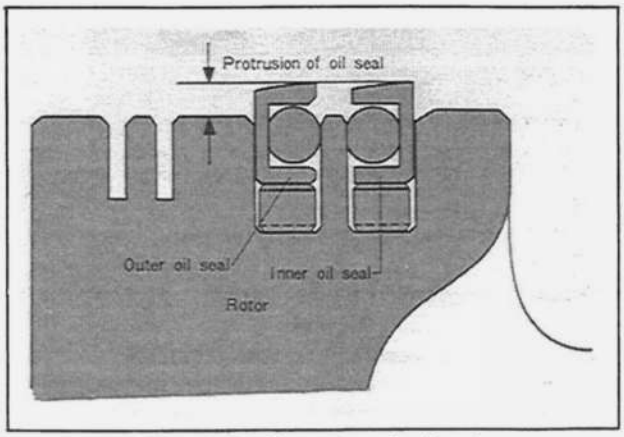

Fig. 1–66 Protrusion of oil seal
2. Check the oil seal protrusion shown in Fig. 1–66. The protrusion should be more than **0.5 mm (0.20 in)**.